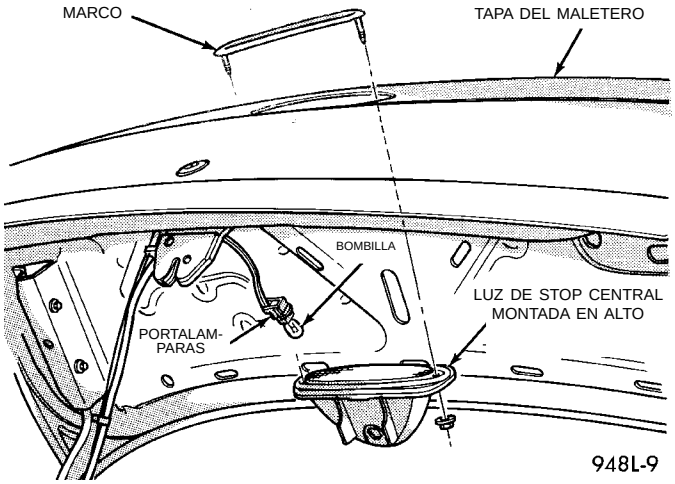

Fig. 5 Luz de stop central montada en alto
(1) Desenganche el pestillo del maletero y abra la tapa del maletero.
(2) Retire el portalámparas y bombilla de la luz.
(3) Retire las tuercas que sostienen la luz de stop central montada en alto en la tapa del maletero (Fig. 5).
(4) Extraiga la CHMSL de la tapa del maletero.
(5) Separe el marco de la CHMSL de la tapa del maletero.